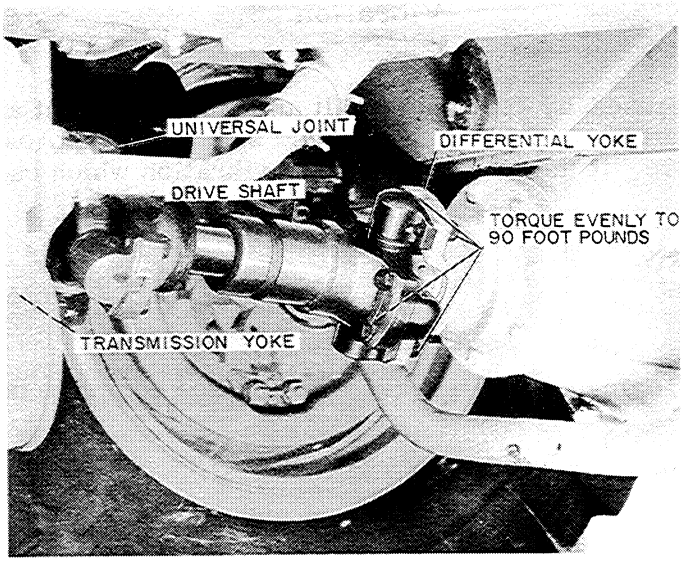

Figure T-92
1. Install the universal joint to the differential yoke and torque the capscrews to 90 foot pounds, Figure T-92.
2. Install the universal joint to the transmission yoke and torque the capscrews to 90 foot pounds, Figure T-92.